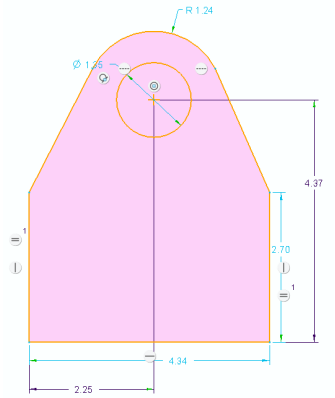

Figure 2-28 *Sketch with all the entities, weak dimensions, and weak constraints*
5. Press the middle mouse button to place the dimension below the sketch, refer to Figure 2-28.